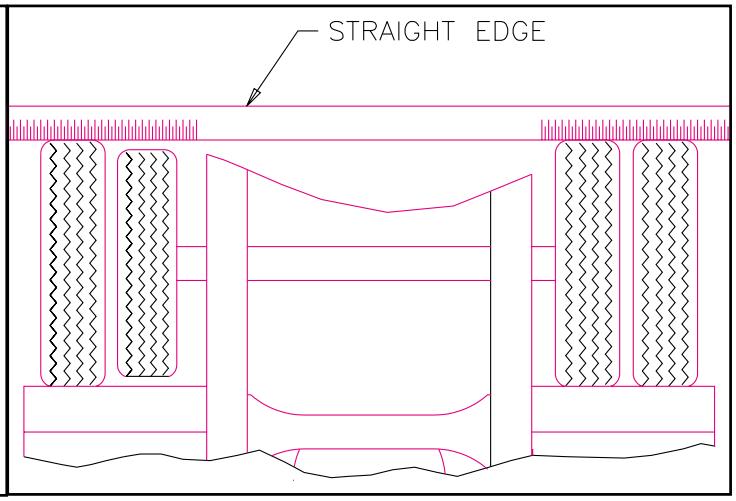

**Figure 4-17 Straight Edge Method**
**b. Straight Edge or String Method**: (This method cannot be used if tire and wheel assemblies are not mounted on the axle.) Jack trailer up until the wheels are off of the ground. Hold a straight edge against the tires of both ends of an axle. A gap at one tire indicates a smaller tire. A maximum of 1/8" gap is allowed **(See Figure 4-17)**.